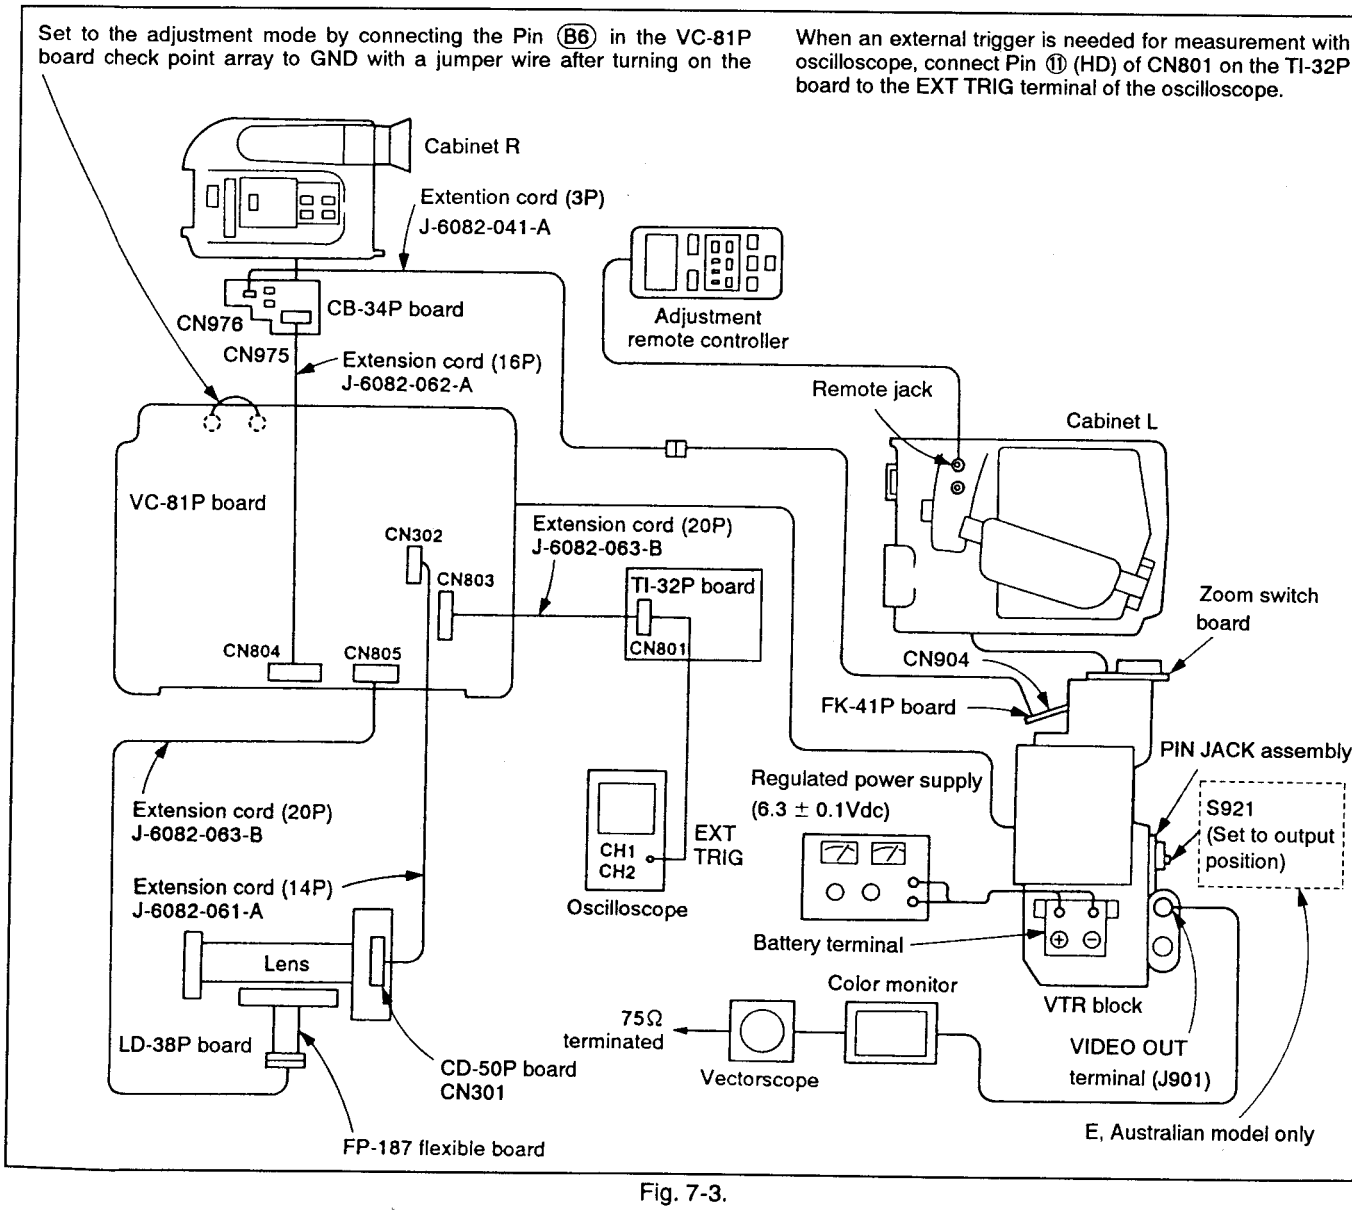

Fig. 7-3.
1) Connect the various devices for adjustment as shown in Fig. 7-3.